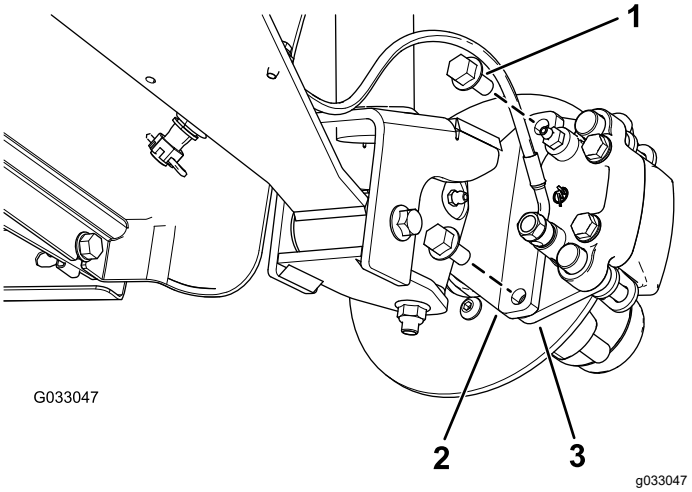
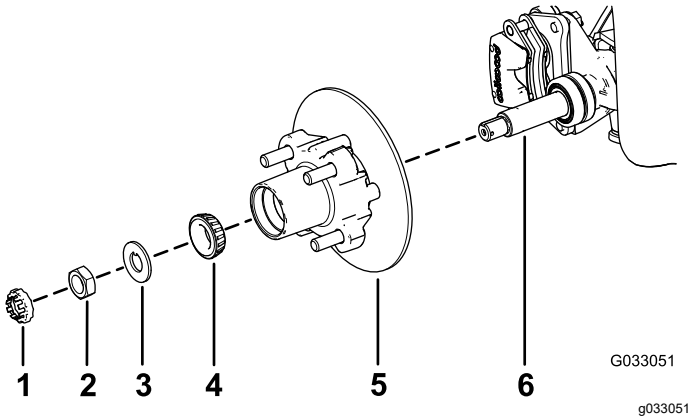

Figura 25
Figura 29
3. Retire los pernos con arandela prensada (⅜" x ¾") que sujetan el soporte del conjunto de freno al eje y separe el freno del eje (Figura 25).
1. Aplique una ligera capa de grasa del tipo especificado en el eje (Figura 29).
2. Monte el cubo y el rotor en el eje con el rotor hacia dentro (Figura 29).
3. Monte el cojinete exterior en el eje y acople el cojinete al anillo de rodadura exterior (Figura 29).
4. Monte la arandela con pestaña en el eje (Figura 29).
5. Enrosque la tuerca en el eje y apriete la tuerca a 15 N·m, girando el cubo para asentar el cojinete (Figura 29).
2. Alinee las pastillas de freno en cada lado del rotor (Figura 25) y los taladros del soporte de la pinza con los taladros de montaje del freno de la mangueta (Figura 29).
3. Sujete el soporte de la pinza a la mangueta (Figura 25) usando los 2 pernos con arandela prensada (⅜" x ¾").